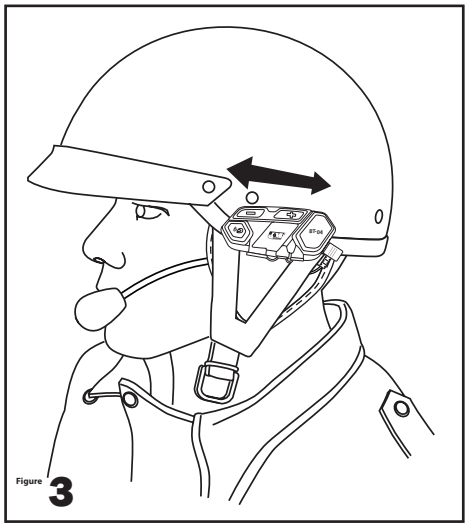

Figure 3
5. Slide the clamp into the proper position on the left bottom edge of the helmet shell, peel the backing off the double-sided tape, press the clamp mounting base into place, then Install the Bluetooth module on to the mounting-plate. **See Figures 3, 4 & 5.**